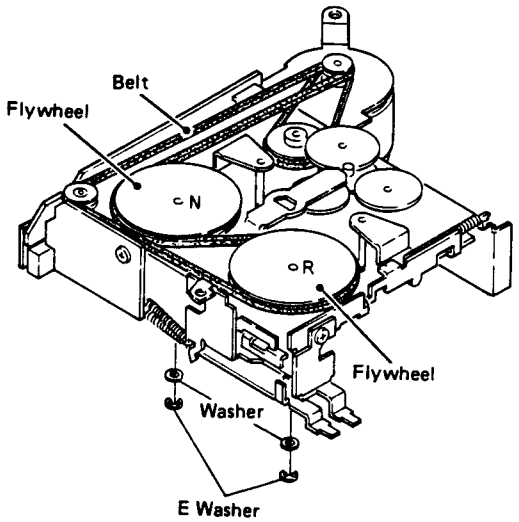

Fig. 3
- **Dismounting the Flywheels (Fig. 3)**
(1) Take off the E-washer. Retain washer properly to ensure it doesn't get lost.
(2) Remove the flywheels. Do not mistake the N and R flywheels (otherwise tape speed would change).